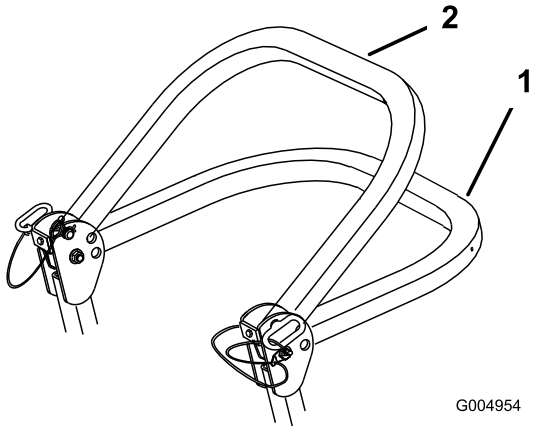

**Figur 7**
2. Sænk styrtbøjlen til sænket position. Der er to sænkede positioner. Se Figur 7 for at få vist positionerne.